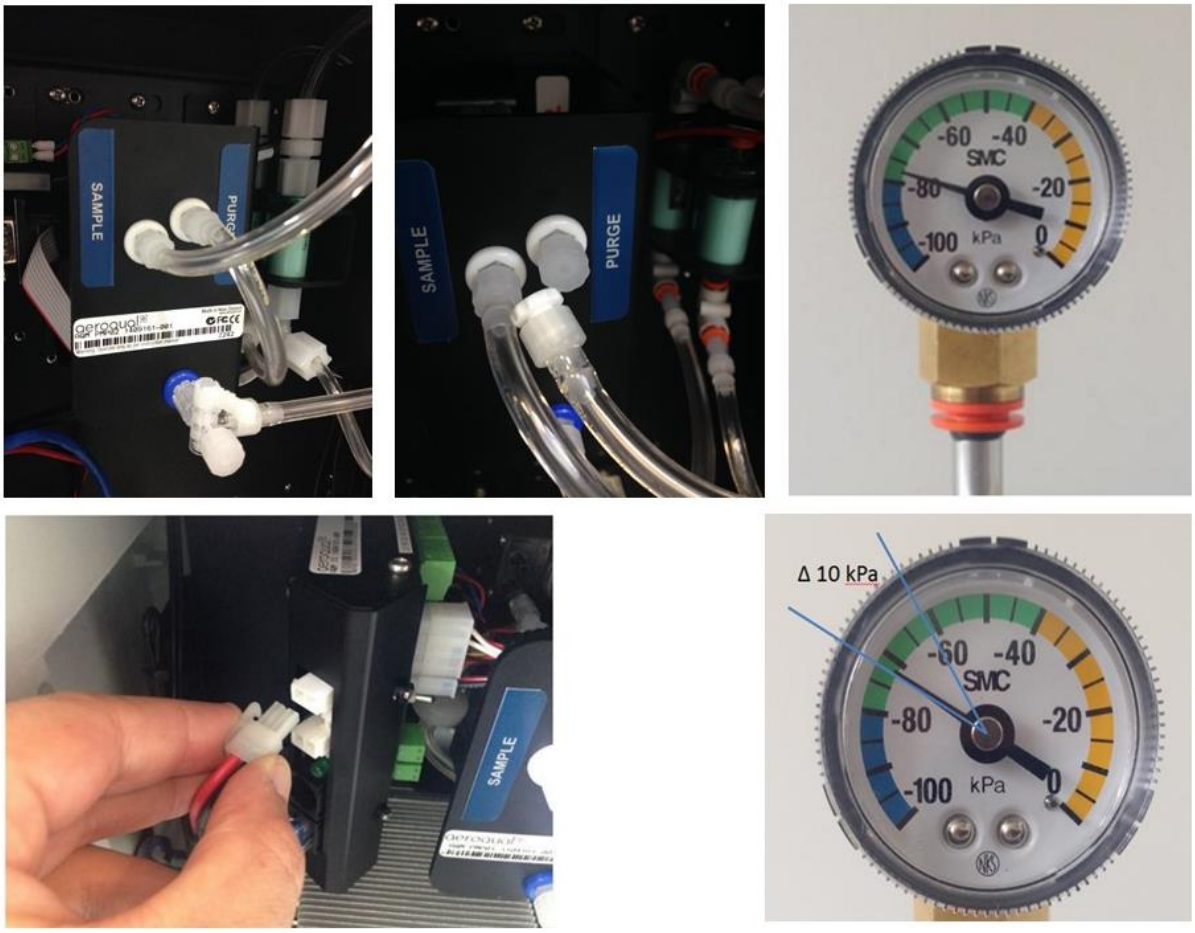

Figure 4-15 Cap the purge and exhaust lines. Place the vacuum gauge on the inlet. Disconnect the power, observe the change in pressure.
The Particle Monitor and Particle Profiler have filters which need to be replaced. Disconnect the pump module power when replacing the filter, see Figure 4-14.and Figure 4-15.
2. Disconnect the purge line and cap the purge line and purge port as shown in Figure 4-15